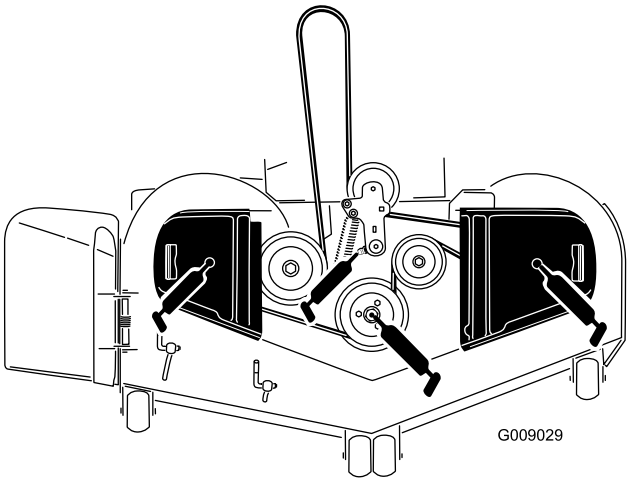

Figur 44
3. Smörj mellanremskivans tapp på klippdäcket tills fett kommer ut på undersidan (Figur 44).
4. Smörj nipplarna på de tre spindellagren tills fett kommer ut (Figur 44).
5. Smörj drivremmens mellandrevsarm (Figur 44).